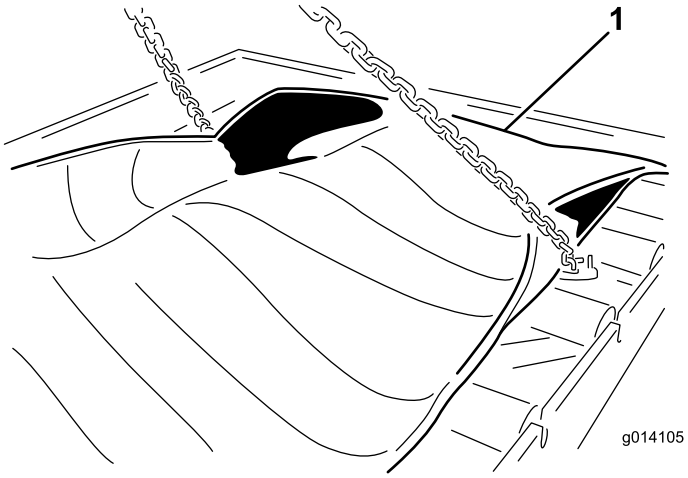

Figur 48
23. Fjern (de 24) boltene for å løsne innsatsen (Figur 48).